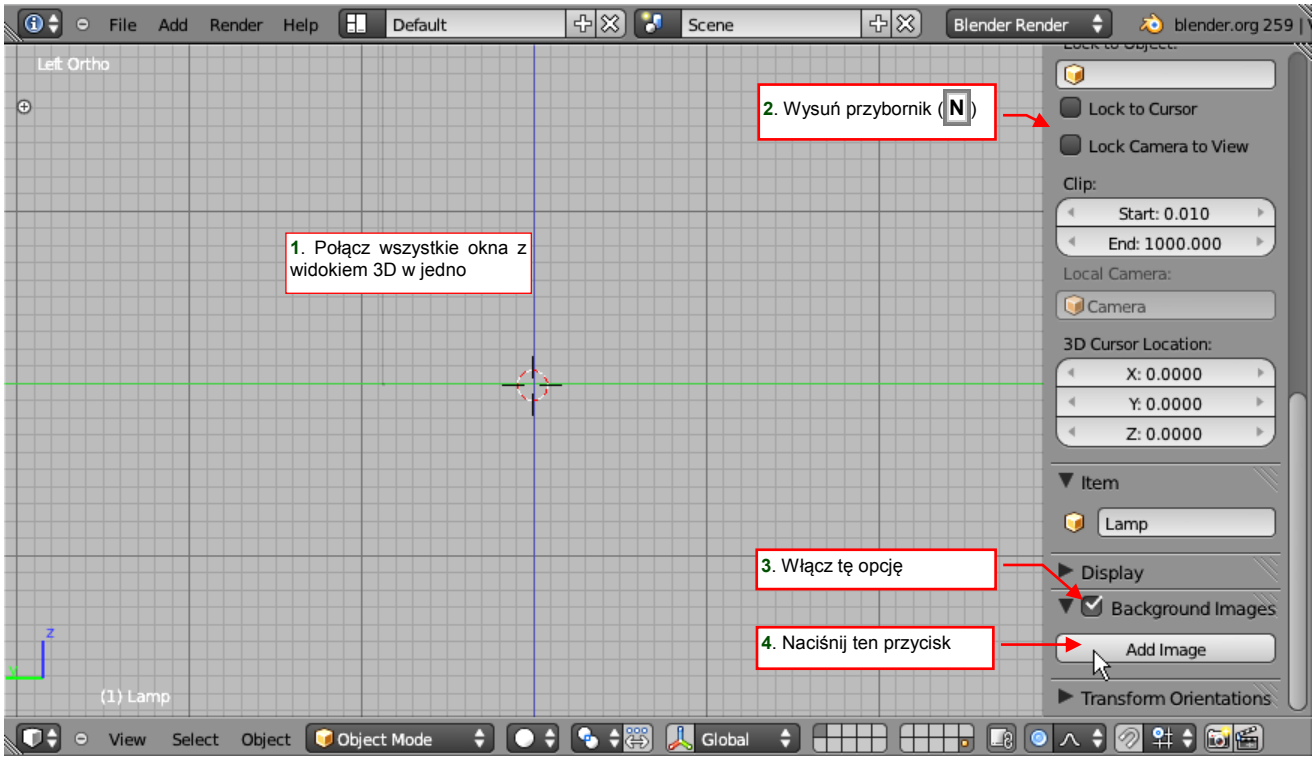
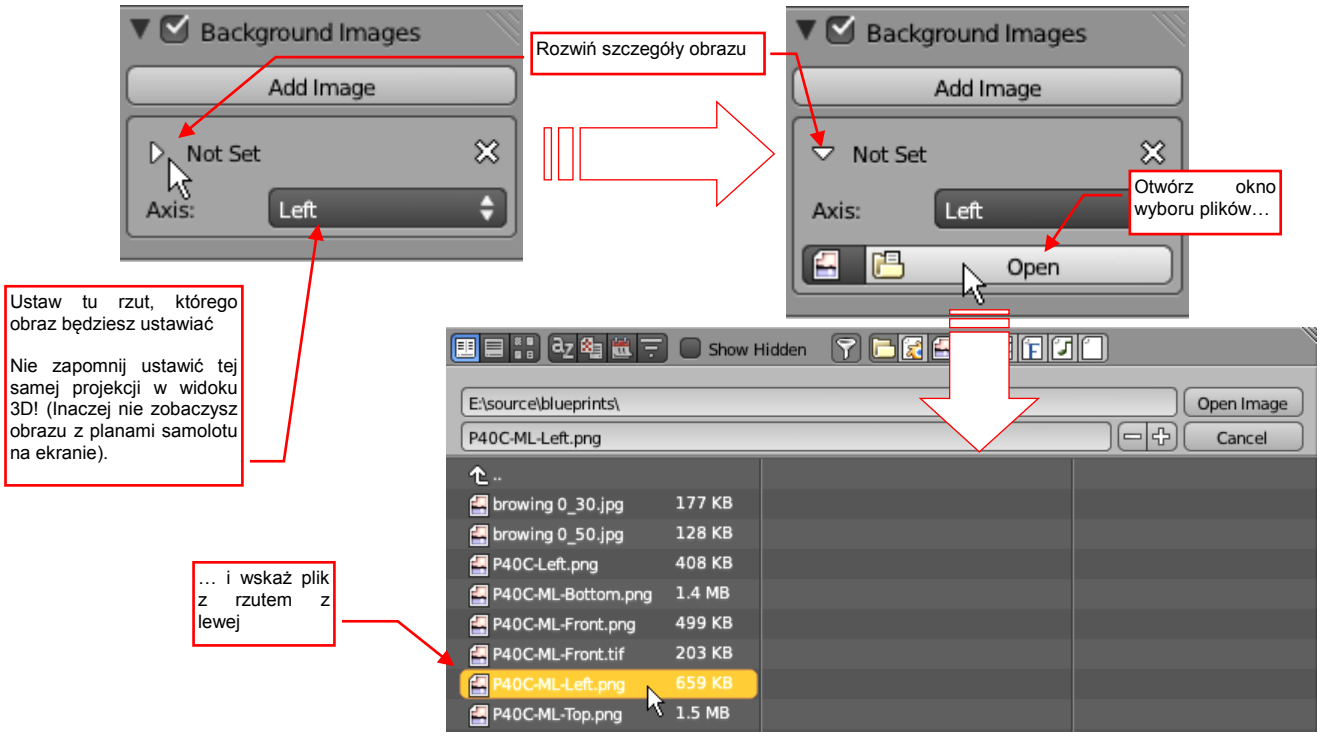

Rysunek 4.8.1 Przygotowanie do ustawiania tła okna *3D View*
Rysunek 4.8.2 Wczytanie obrazu z rzutem samolotu
Aby podstawić plany samolotu jako tło, scal najpierw wszystkie okna *3D View* w jedno (Rysunek 4.8.1). Następnie otwórz przybornik *Properties* (N). Włącz w niej panel *Background Images*:
Następnie naciśnij przycisk *Add Image* (Rysunek 4.8.1). W panelu pojawi się nowa sekcja, początkowo bez obrazu (*Not Set* — Rysunek 4.8.2):
- czy masz włączony widok z tej samej strony, jaki wybrałeś z listy *Axis* (por. Rysunek 4.8.2)? Jeżeli nie — ustaw go;